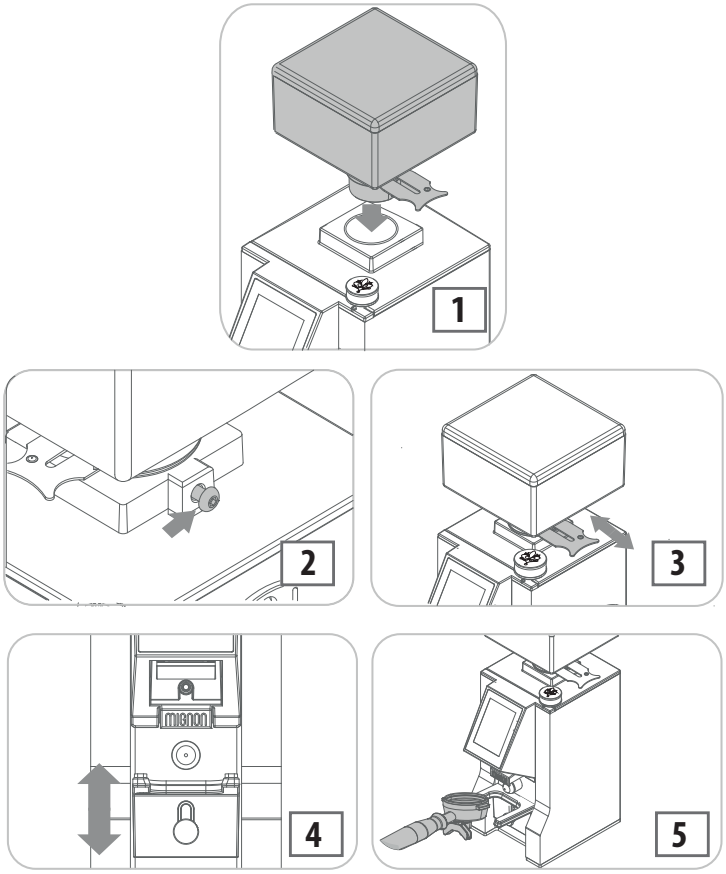

Fig. 7.1 - Operazioni preliminari
- Inserire il contenitore per caffè in grani nell'apposita sede (1 – Fig. 7.1), posizionandolo con il foro allineato alla vite posta dietro (2 - Fig. 7.1).
- Spingere la linguetta per impedire il passaggio dei grani di caffè (3 – Fig. 7.1).
- Svitare il pomello (4 - Fig. 7.1) per regolare l'altezza della forcella portafiltro. Avvitare il pomello una volta individuata l'altezza della forcella portafiltro desiderata.